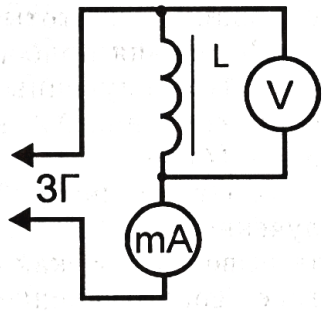

Рис. 14-4-3
1. Соберите электрическую цепь по рис. 14-4-3. Катушку возьмите с сердечником внутри.